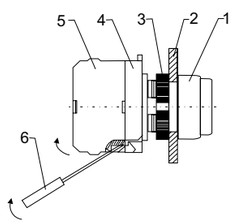

rys. 4
1) Wkrętakiem płaskim należy podważyć zaczep ruchomy elementu łączeniowego, a następnie odciągnąć łącznik od korpusu pośredniego (rys.4)